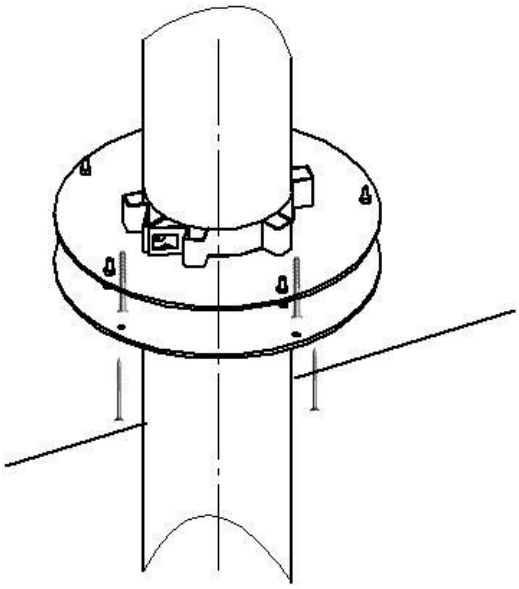

Рис.3
3.Расстояние между трубой и отверстием перекрытия заполнить негорючим материалом(асбест, каолиновая вата, базальт).Закрепите фланец потолочный к потолку пятью дюбель-гвоздем Ø6х40.(рис.3)